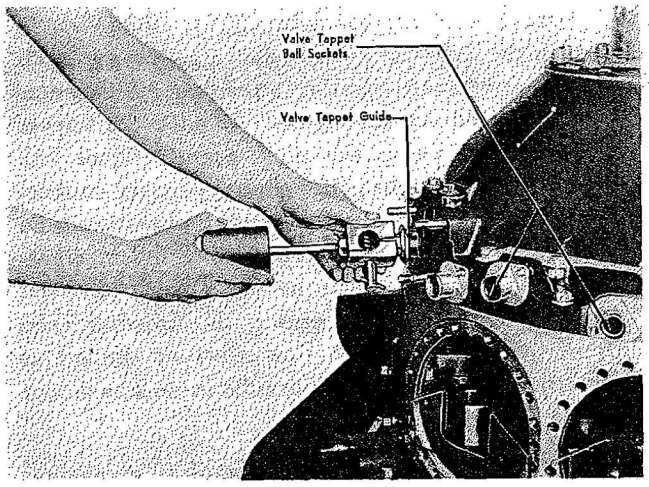

Figure 84—Removing Tight Fitting Valve Tappet Guides
a. With the engine supported in a front-end-up position and the mounting plate locked in that position, remove the palnuts, nuts, and washers from the two tappet guide attaching studs in each tappet guide location, and remove all valve tappet and guide assemblies from the crankcase front section. If a guide cannot be removed by hand, use puller (Tool No. 802242) and adapter (Tool No. 802726) for this purpose. This puller is provided with a rod which is clamped at one end to the guide. A weight is installed on the rod. Removal of a tight-fitting guide is accomplished by sliding the weight along the rod until it contacts a stop on the outer end of the rod to provide the necessary inertia. Refer to Figure 84.